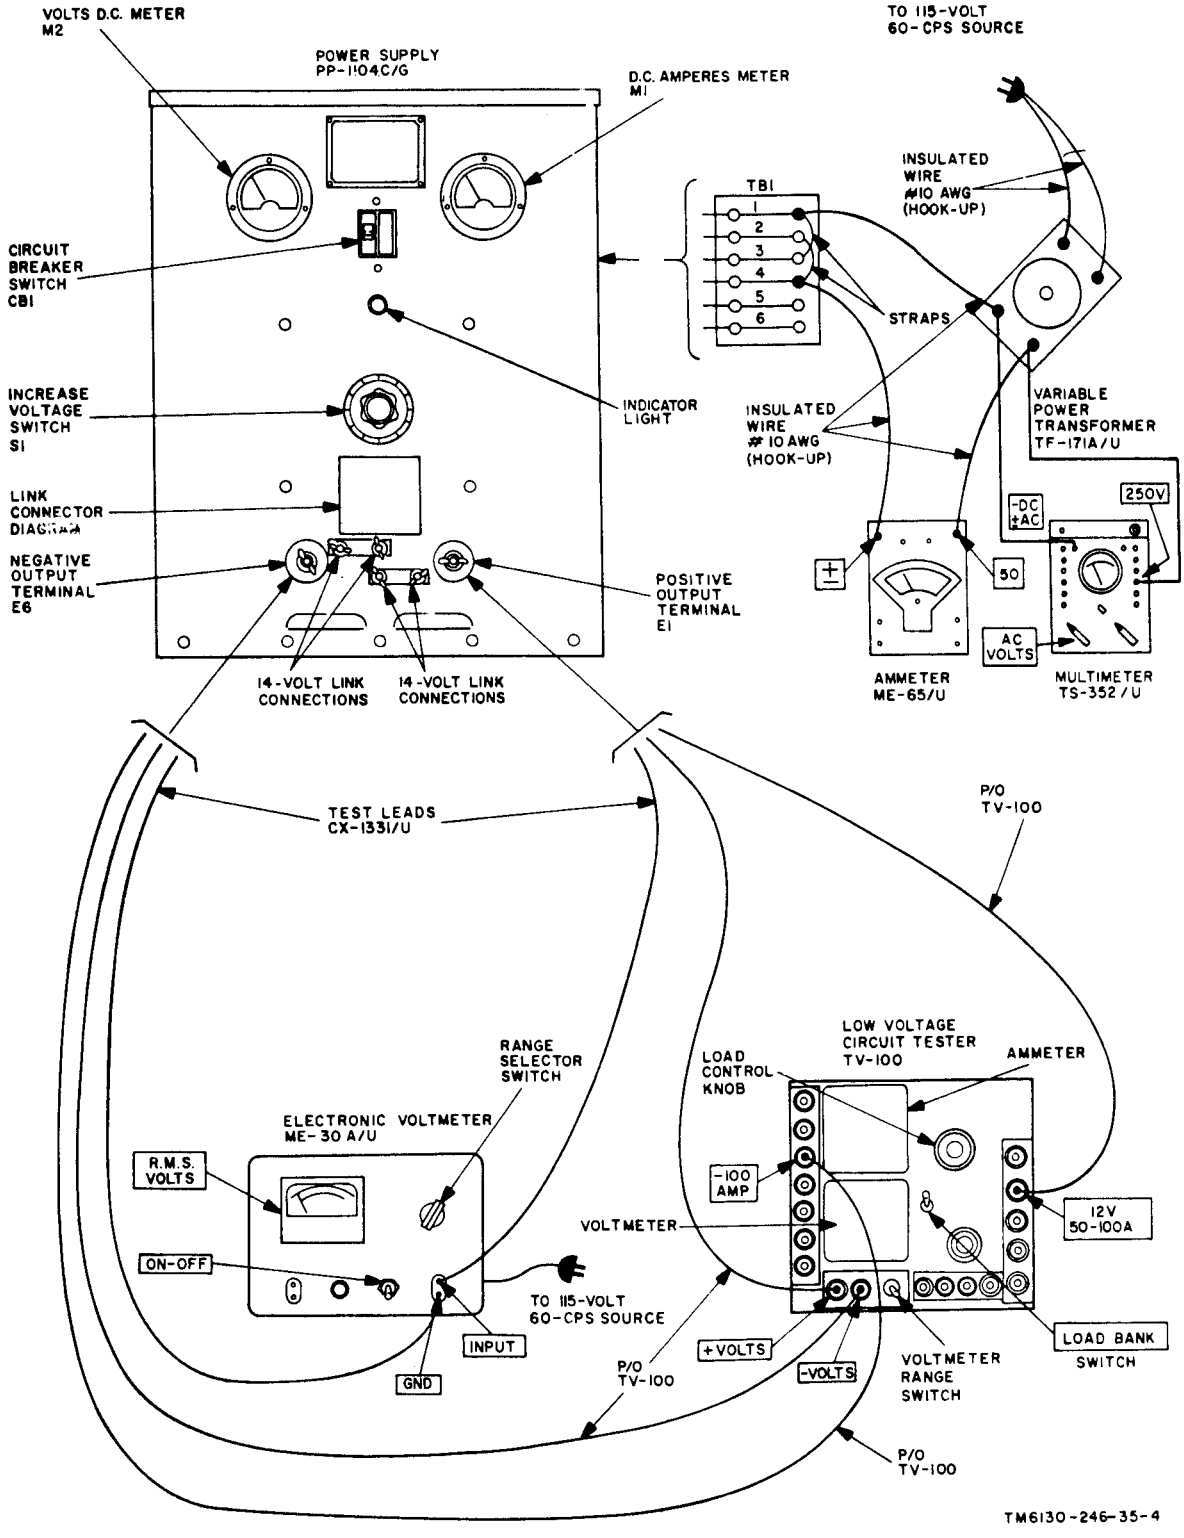

Figure 4-1. Fourteen-volt output, regulation, and ripple test connection diagram.
b. ***Test Connections and Conditions.*** Connect the equipment as shown in figure 4-1. This test is written for 115-volt ac operation.